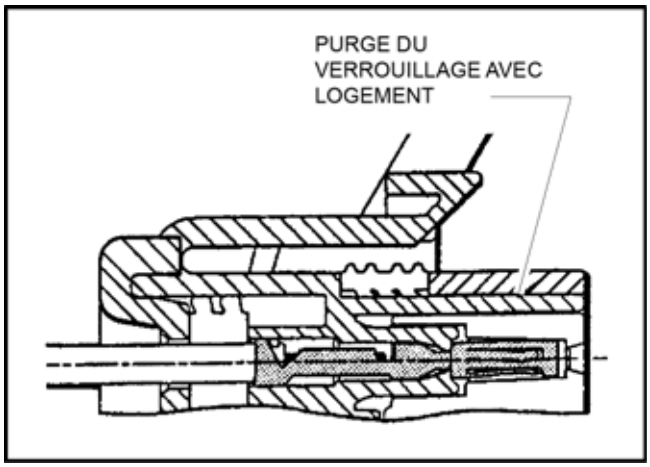

Figure 7-13. Montage du connecteur (4 de 4)
4. Faites glisser le verrouillage dans le boîtier jusqu'à ce qu'il soit au ras du boîtier (Voir Figure 7-13., Montage du connecteur (4 de 4)).